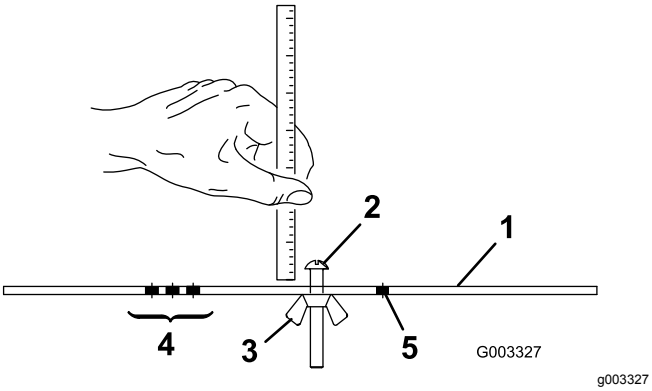

Figure 16
2. Desserrez l'écrou du gabarit (Figure 16) et tournez la vis de réglage de manière à obtenir la hauteur de coupe voulue.